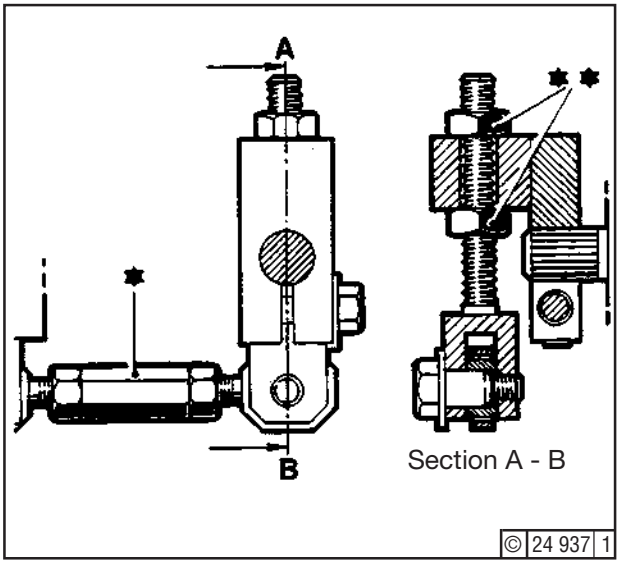

Fig. 17
11. Adjust linkage at points C8 (*) or C10 (**) - Fig. 17 - so as to obtain the settings scheduled in table at right. Then tighten all locknuts.